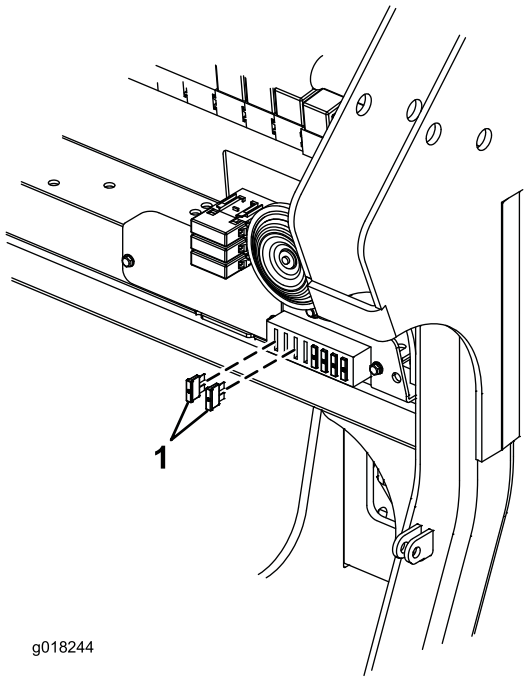

**図 5**
13. ヒューズブロックに 15 A ヒューズ（2本）を取り付ける。ヒューズブロックの左側から1番目と3番目のソケットを使用する（図 5）。